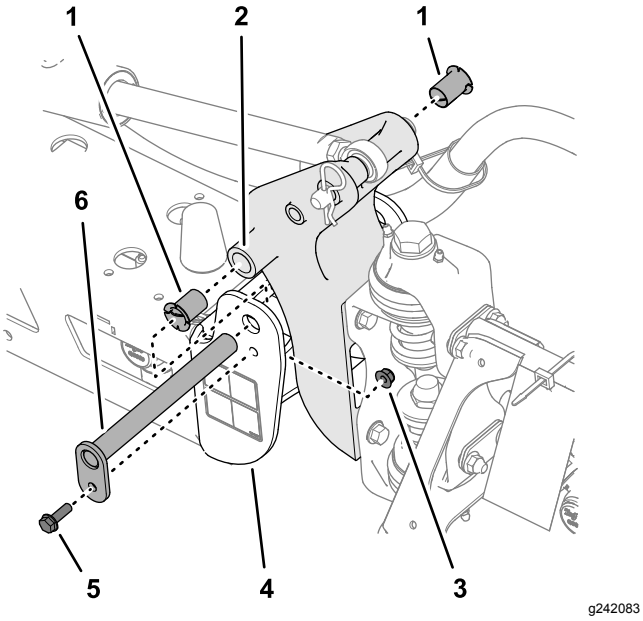

Figur 108
3. Fjern bolten og møtrikken, der fastgør drejetappen, og fjern tappen (Figur 108).
5. Fjern og efterse nylonbøsningerne fra drejebeslagets for- og bagside (Figur 108).
6. Smør nylonbøsningerne med en smule olie, og monter bøsningerne i aksebeslaget (Figur 108).
7. Ret hullerne i aksebeslaget ind efter hullerne i endekanalen (Figur 108).